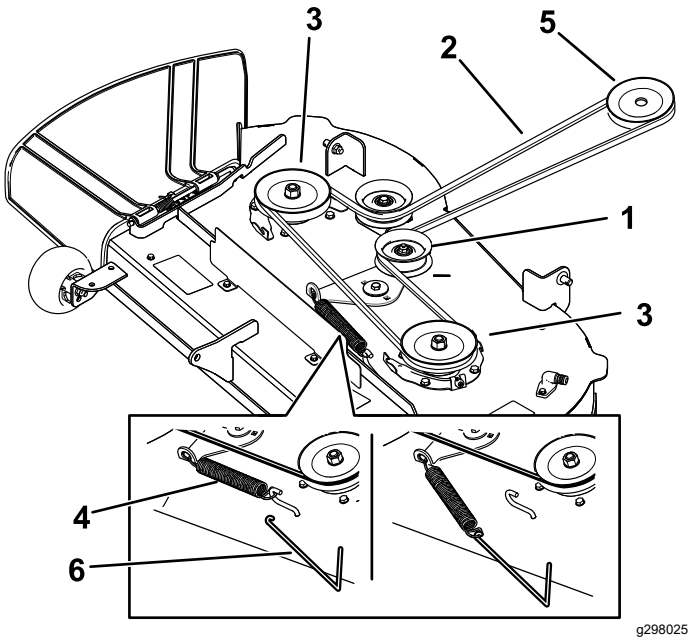
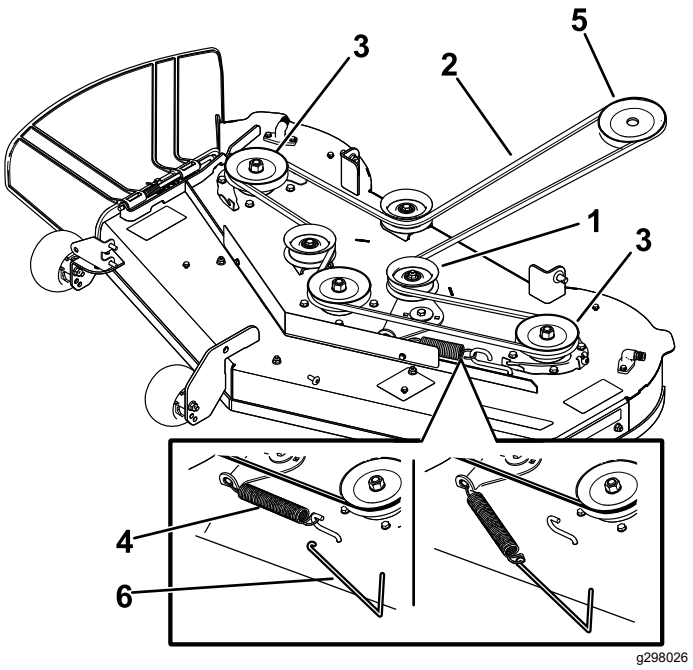

Figura 57
Figura 58
7. Usando una herramienta para la retirada de muelles (pieza Toro N.º 92-5771), retire el muelle tensor del gancho de la carcasa para eliminar la tensión de la polea tensora y retire la correa de las poleas (Figura 57 o Figura 58).
8. Enrute la correa nueva alrededor de las poleas del motor y del cortacésped (Figura 57 o Figura 58).
9. Con una herramienta para la retirada de muelles (pieza Toro n.º 92-5771), instale el muelle tensor sobre el gancho de la carcasa y tense la polea tensora y la correa del cortacésped (Figura 57 o Figura 58).